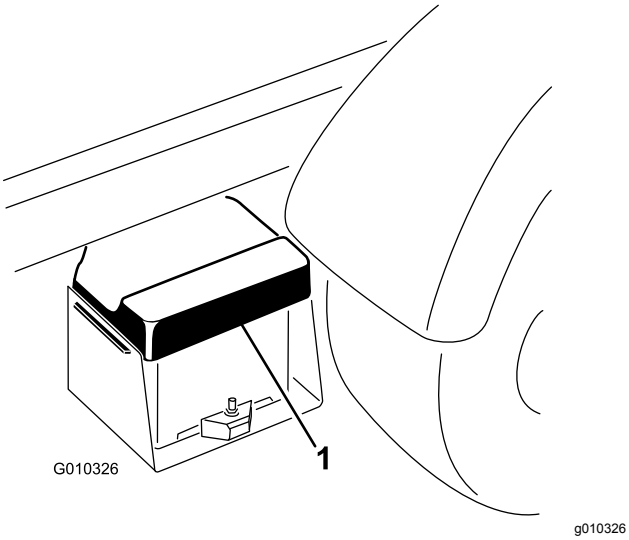

図 51
1. バッテリーカバーをたわめて、タブをバッテリーベースから外し、カバーをバッテリーから取り外す図 51。